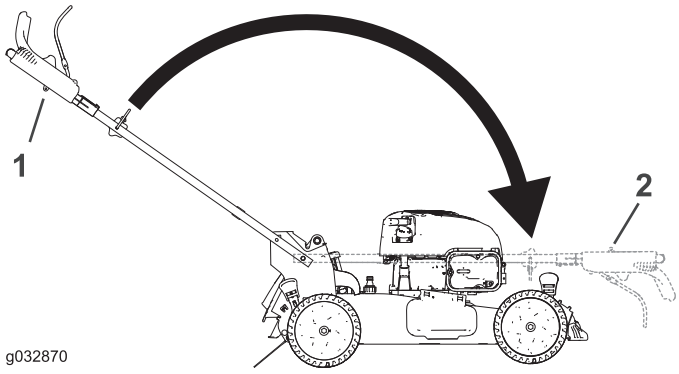

Bild 27
2. Klappen Sie den Griff ein, indem Sie ihn ganz nach vorne drehen (Bild 27).